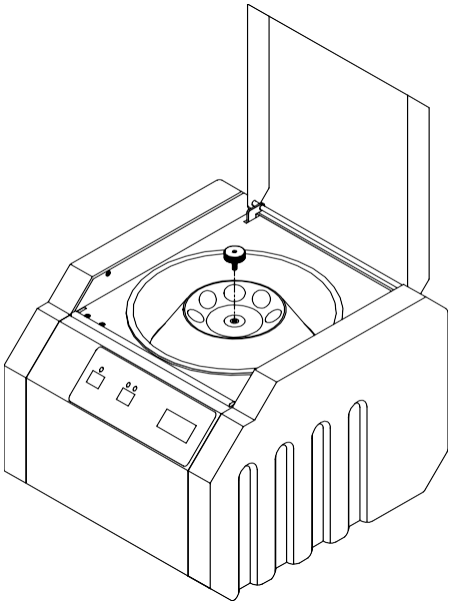

Rys. 3-3 Odkręcić śrubę mocującą
- Odkręcić śrubę mocującą (patrz rys. 3-3)